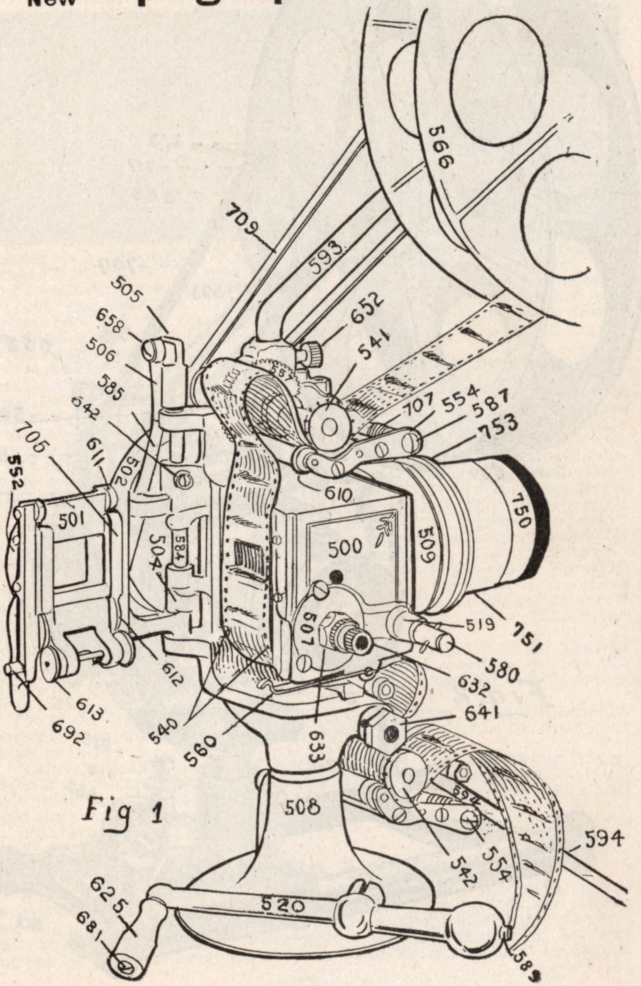

Fig 1
Placing the jet in the proper position. To have the enlarged pictures uniformally and clearly lighted, it is absolutely necessary that the incandescent surface of the lime cylinder shall be precisely on a line with the center of the condensing and objective lenses, and at the correct distance from the condensing lenses. If the jet is not in the proper position, one part or another of the screen will be dark, whereas, when the adjustment is just right, the entire lighted surface of the screen will be evenly illuminated. The diagrams herewith submitted will be of great assistance to the operator in determining the true position of the jet. Figure 1 shows the appearance of the screen when the jet is too far to the right. Figure 2, when too far to the left. Figure 3 indicates that the jet is too high. Figure 4, when it is too low.
For convenience in transportation the reel head and arm, the belt, the reel, the crank, and the base is removed from the body of the mechanism, and the framing handle is folded over so it points downward and is turned in between the balance wheel and the main frame as shown in Fig. 1, No. 585.
TO ASSEMBLE THE MECHANISM, insert the mechanism body post into the socket of the triangle slide (801, Fig. 2) of the sliding base, raise the body of the mechanism to a height that will bring the center of the light opening in the gate (501, Fig. 1) to the same height as the center of the condensing lenses of the stereopticon, magic lantern or motion picture machine lamphouse, turn the body of the Mechanism, so a line drawn through the center of the light opening and Motion Picture objective lens would stand at right angles with the slide rod of the sliding base as shown in Fig. 2, and tighten the two screws (820) firmly with a screw driver. After making sure that you have the lens and light opening properly centered for height with the center of the condensing lenses, it would be well to take some sharp instrument and scratch a line on the body post, even with the top of the socket for convenience in future.
Insert the reel arm (593, Fig. 1) in the hole in the top of the body frame, see that it goes to the bottom of the hole, turn it to a point that will bring it square with the body of the Mechanism, tighten the screw (652, Fig. 1) and also the large screw driver screw on the slide of the frame (No. 651, Fig. 2).
Turn the framing handle (585, Fig. 1) sufficiently to pass the balance wheel and bring it over until it stands at a right angle to the door joint arbor as in Fig. 2.
Take the crank, press the latch bolt (589, Fig. 1) with the finger, place it on the main shaft (580, Fig. 1) sufficiently far to allow the latch bolt of the crank to catch in the groove of the main shaft which will hold the crank in place.
Put on the belt (709) as indicated in Fig. 1 and the Mechanism is ready for use.
The film should be wound on the upper reel, placing the end under the wire clip on the wood core block of the reel. The emulsion side of the film should be in (that is next to the core block). Remember that the pictures, when passing through the Mechanism should be upside down, as the action of the lens reverses the pictures and they will appear right side up on the screen. When all the film that is desired is on the reel, the last end of the film is brought under the lower front side of the reel, as shown in Fig. 1. Press down the roller frame (554, Fig 1) and press it away from you, which will cause it to catch under the eccentric stop and remain away from the sprocket wheel. Pass the film under the feeding sprocket (541), and see that the teeth of the sprocket are inserted into the perforations in the film, pull the roller frame (554) to you and it will spring into place, holding the film close against the feeding sprocket. Open the gate and place the film